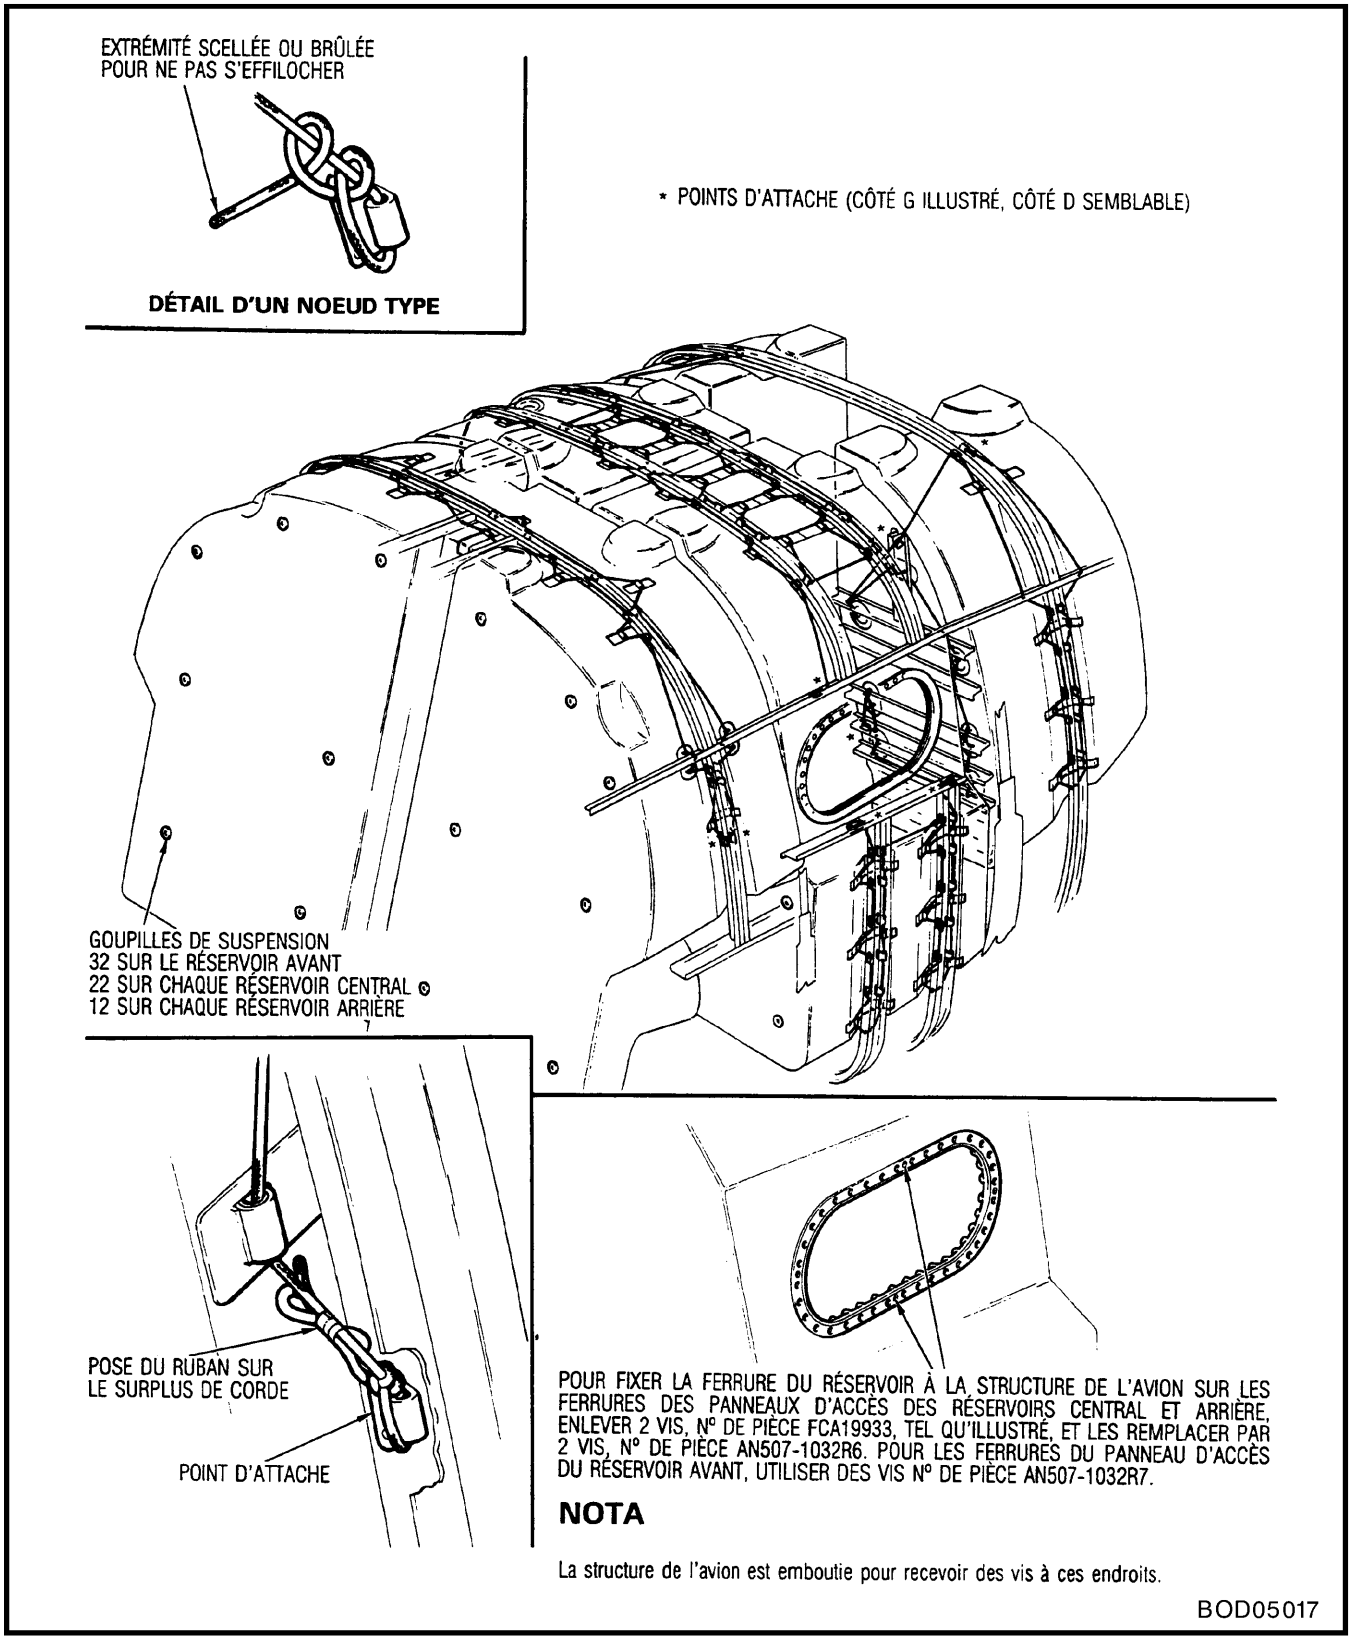

Figure 5-9 Laçage des réservoirs carburant
k. Install centre fuel cells, one at a time, and test progressively. Carefully position cells to take up compartment contour. Lace cells to compartment structure, using nylon cord (see Figure 1-2, Item 14), and attach cells to keyhole fittings (see Figure 5-9). See Note after Step b.
(1) Two vent line fittings in LH and RH fuel cells to forward fuel cell.
(2) Fuel capacitance probe upper and lower brackets in RH fuel cell only. Torque bolts to a value between 7.34 and 8.47 N•m (65 and 75 in•lb).
(3) Filler unit in RH fuel cell only.
(4) Elbow interconnector connecting centre cell to aft cell. LH and RH fuel cells.